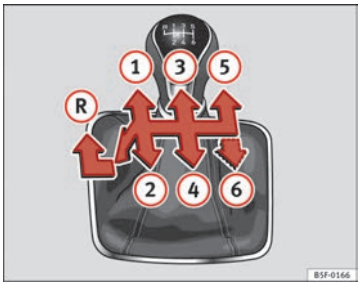

Fig. 93 Esquema de uma caixa de velocidades manual de 5 ou de 6 velocidades.
Na alavanca da caixa de velocidades estão representadas as posições de cada uma das mudanças ⇒ Fig. 93.
- Desloque a alavanca da caixa de velocidades completamente para a esquerda e depois para a frente para colocá-la na posição de marcha-atrás ⇒ Fig. 93 Ⓡ.